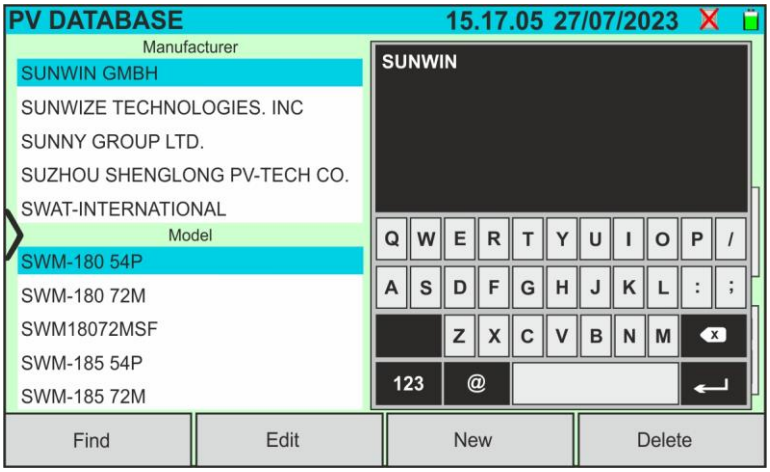

Fig. 31: Search by manufacturer
5. Use the alphanumeric virtual keyboard to enter the desired manufacturer's name or a keyword and tap on ↵ (ENTER) on the virtual keyboard to confirm. The searched manufacturer (if present) will be highlighted on the display (see Fig. 31)